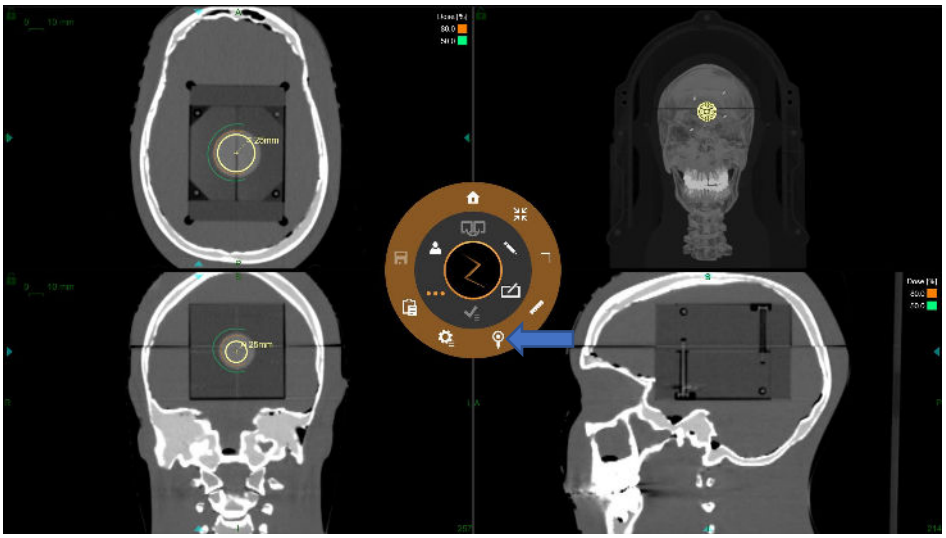

Figure 7-3 Étape bille-cube.
3. Cliquez sur **Auto ball center detection** pour placer l'isocentre au centre de la bille (voir Figure 7-3).